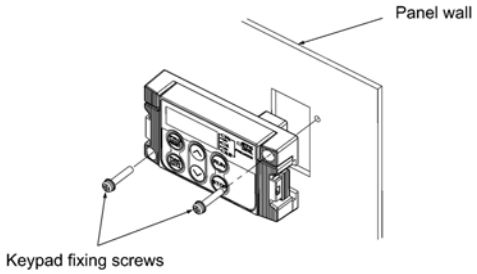

Figure 2.27 Mounting a Keypad on the Panel Wall
③ Make a cut-out on the panel wall. For details, refer to Chapter 8, Section 8.4.2 "Standard keypad."
④ To mount the keypad on the panel, fix it firmly using a pair of M3 screws put through the taps shown below. (Figure 2.27.)